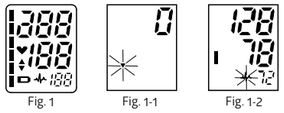

Fig. 1 Fig. 1-1 Fig. 1-2
7.6. Citirea valorii tensiunii arteriale (Fig. 1, 1-1, 1-2)
Verificați toate simbolurile de pe afișaj Fig. 1.